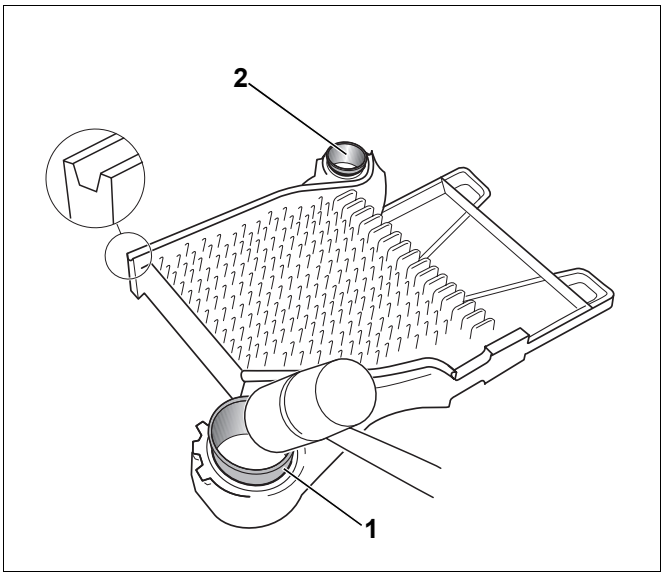

Rys. 8 Wbicie złączek (nypli)
- Włożyć złączki (rys. 8, **poz. 1** i **2**) prosto w piasty członu końcowego i wbić je młotkiem, uderzając silnie na krzyż.
- Górna (rys. 8, **poz. 1**) oraz dolna złączka (rys. 8, **poz. 2**) po wbiciu powinny wystawać ok. 30 mm z piast.
- Usunąć pilnikiem zadziory powstałe na złączkach (rys. 8, **poz. 1** i **2**).